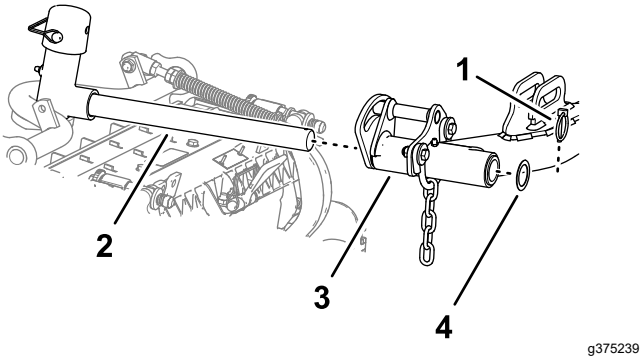

Figur 22
5. Skjut in en klippenhet under lyftarmen (Figur 22).